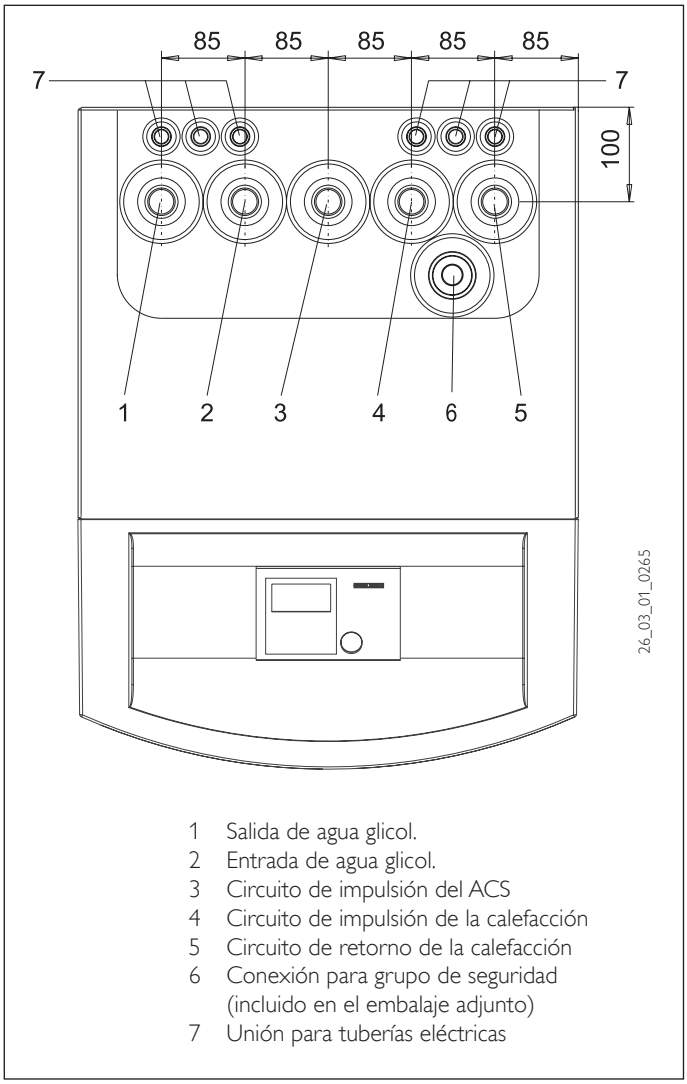

Fig. 5
Observe la conexión correcta del circuito de impulsión y de retorno de la calefacción (fig. 5). Para reducir la transmisión del ruido generado por la estructura será necesario utilizar tubos flexibles de aire comprimido (Nº de pedido consulte el apartado 2.3).
- Todos los cables de conexión eléctrica, así como los cables de los sensores deben pasarse a través de las ranuras correspondientes del panel trasero (pos. 7 en fig. 5).